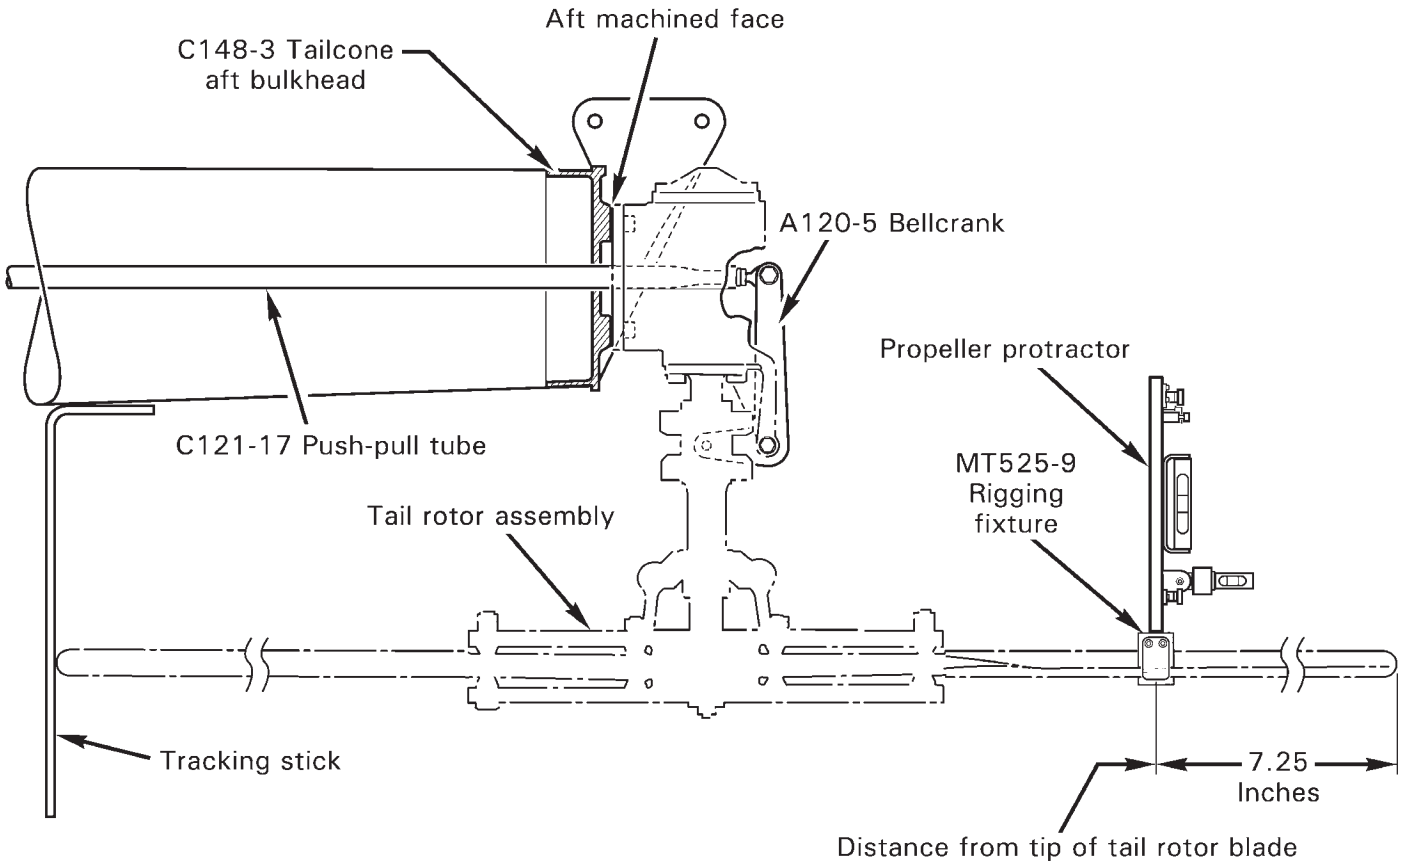

FIGURE 18-11 TAIL ROTOR BLADE RIGGING
3. Refer to Figure 18-11. Tape a tracking stick to tailcone at blade tip. A tracking stick can be made using a 1″ x 12″ strip of aluminum with a 90º bend 2 inches from one end.